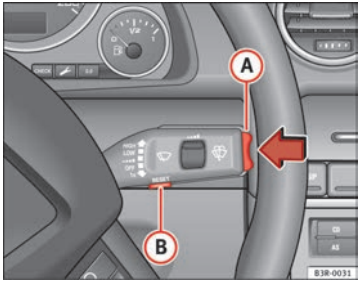

Fig. 58 Windscreen wiper lever: Function selector switch
– To change the speed limit, press the top or bottom of the function selector switch on the windscreen wiper lever (A) ⇒ fig. 58. The speed limit displayed will then increase or decrease by 10 km/h at a time.
– Now press and hold the Reset button on the windscreen wiper lever (B) ⇒ fig. 58 until the crossed out warning symbol for speed limit 2 appears on the display.